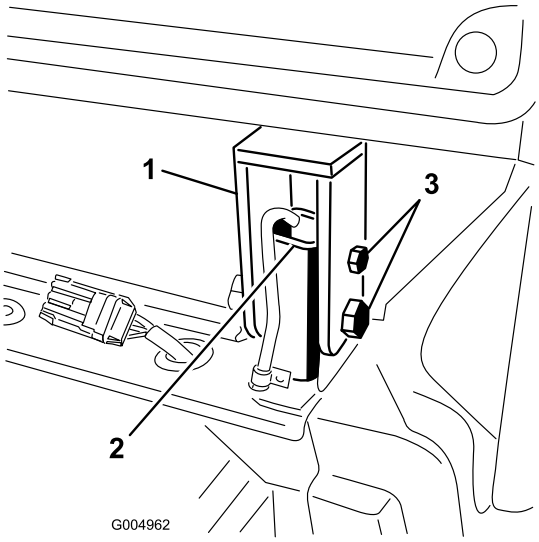

Figur 81
32. Fjern de bolte og møtrikker, der fastgør de bageste førerhusmonteringer til styrtbøjlestiverne (Figur 81).